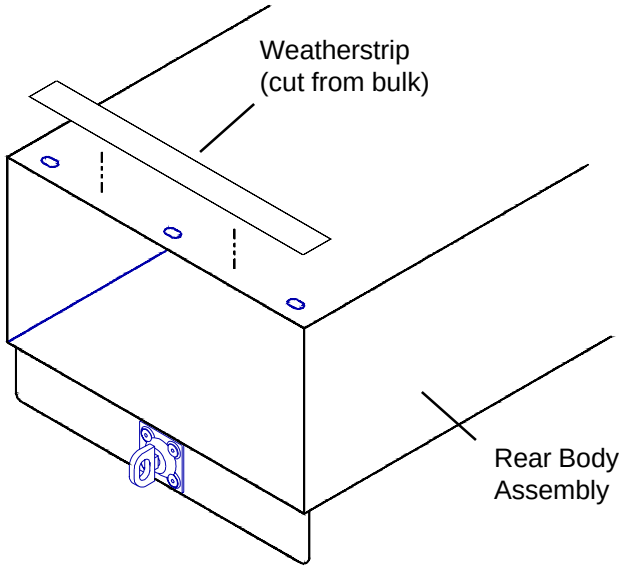

Figure 2. *Weatherstripping Rear Body Assembly*
1. Cut and adhere Weatherstripping over the Door Stop mounting holes on the Rear Body Assembly (*see Figure 2.*).